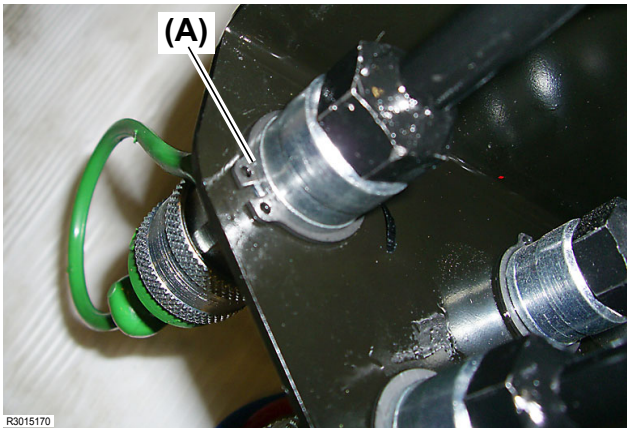

Fig. 2
2. Remove the external circlip 22 **(Fig. 2, (A))** having retained the back end of the quick coupler to the Implement Control Valve coupler stay.